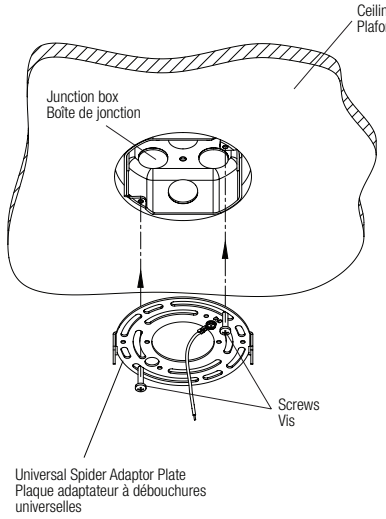

Fig. 2c
5. Install the Universal Spider Adaptor Plate on the ceiling recessed junction box by screwing the two screws (Fig. 2c).
5. Installer la plaque adaptateur à débouchures universelles sur la boîte de jonction encastrée dans le plafond en vissant les deux vis (Fig. 2c).